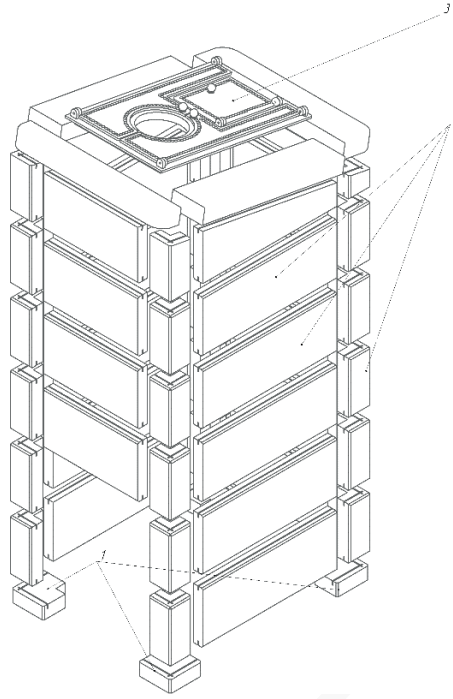

Рис. 20 Схема сборки облицовки печи Калита Экстрим
2.3.9.1 Сборка декоративно защитного ограждения осуществляется по ярусам, согласно нумерации, проставленной на внутренней стороне каждой из каменных плит в соответствии со схемой сборки см.рис.20 Первая цифра обозначает номер стороны, вторая номер яруса. Нумерация сторон начинается от топочного проёма по часовой стрелке.
2.3.9.2 Сборка начинается с установки опор декоративно защитного ограждения поз. 1, рис.20_ и плиты под номером 1/1, далее по нумерации. Соединение плит между собой производится с помощью закладных элементов, устанавливаемых между плитами (поставляется в комплекте). Закладные элементы также имеют маркировку, указывающую на ярус и сторону установки.
2.3.9.3 На верхнюю плоскость ограждения укладывается перекрытие, выполненное из листовой стали с окраской жаростойкой эмалью или чугуна поз. 3, рис.20